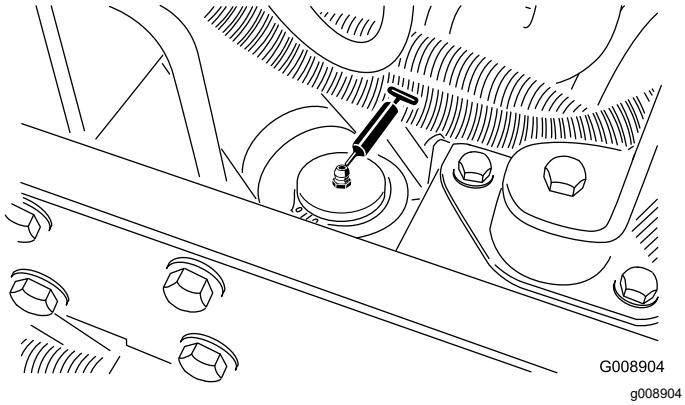

Figura 43
- Cilindro da direção (Figura 43)